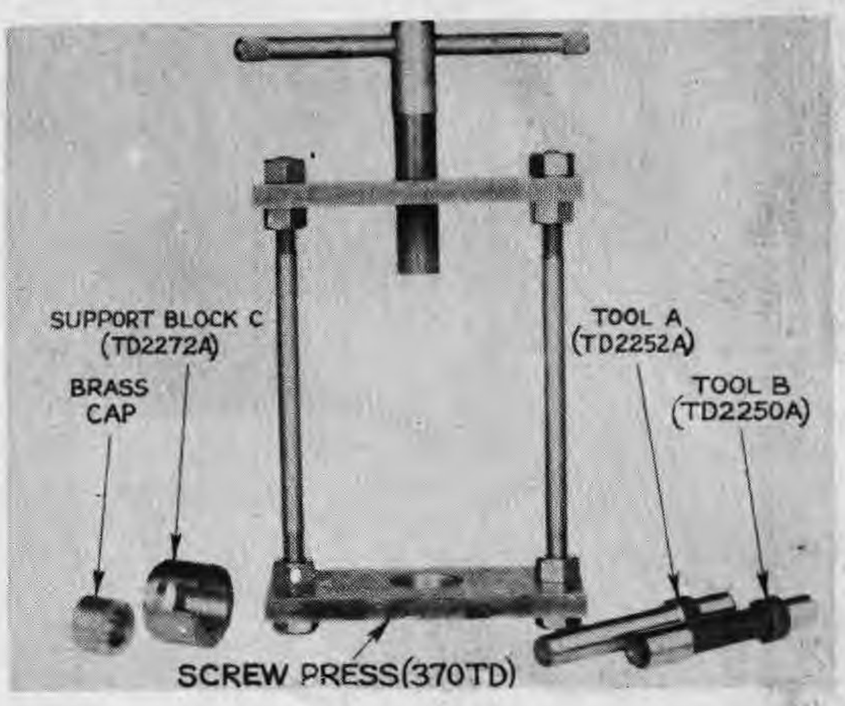

FIGURE 9 - SPECIAL TYPE MT1A MAGNETO TOOL KIT
3. The hand screw press (370TD) will prove very useful in Service Station repair work and should always be used in preference to hammering. The press is shipped entirely dismantled, but assembly should easily be made by reference to the photograph of Fig. 9.